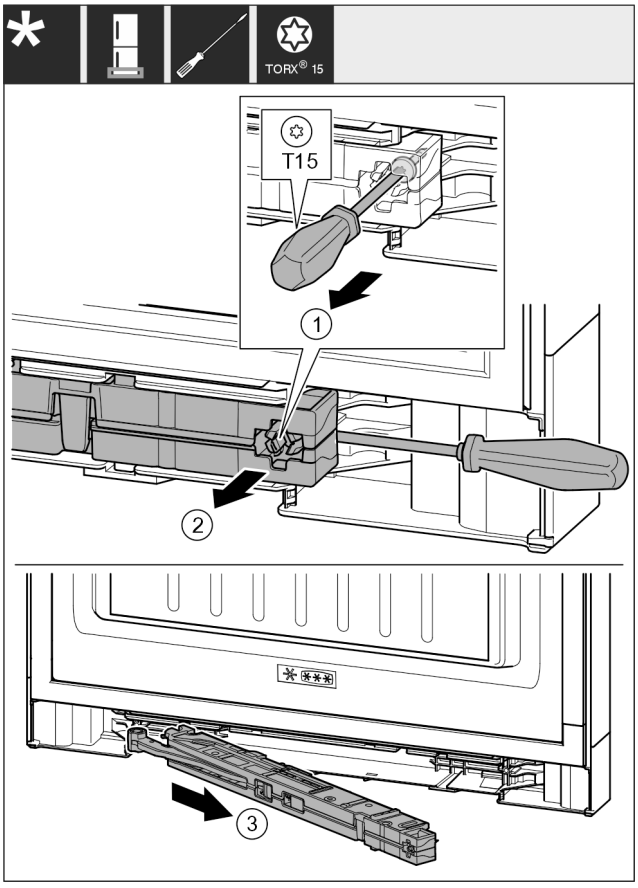

Fig. 17
▶ Desfaceți șurubul *Fig. 17 (1)* aprox. 14 mm de la unitatea amortizorului de închidere cu șurubelnița.
▶ Desprindeți cu o pârghie unitatea amortizorului de închidere *Fig. 17 (2)* de pe partea mânerului cu șurubelnița spre înainte.
▶ Extrageți unitatea amortizorului de închidere *Fig. 17 (3)*.